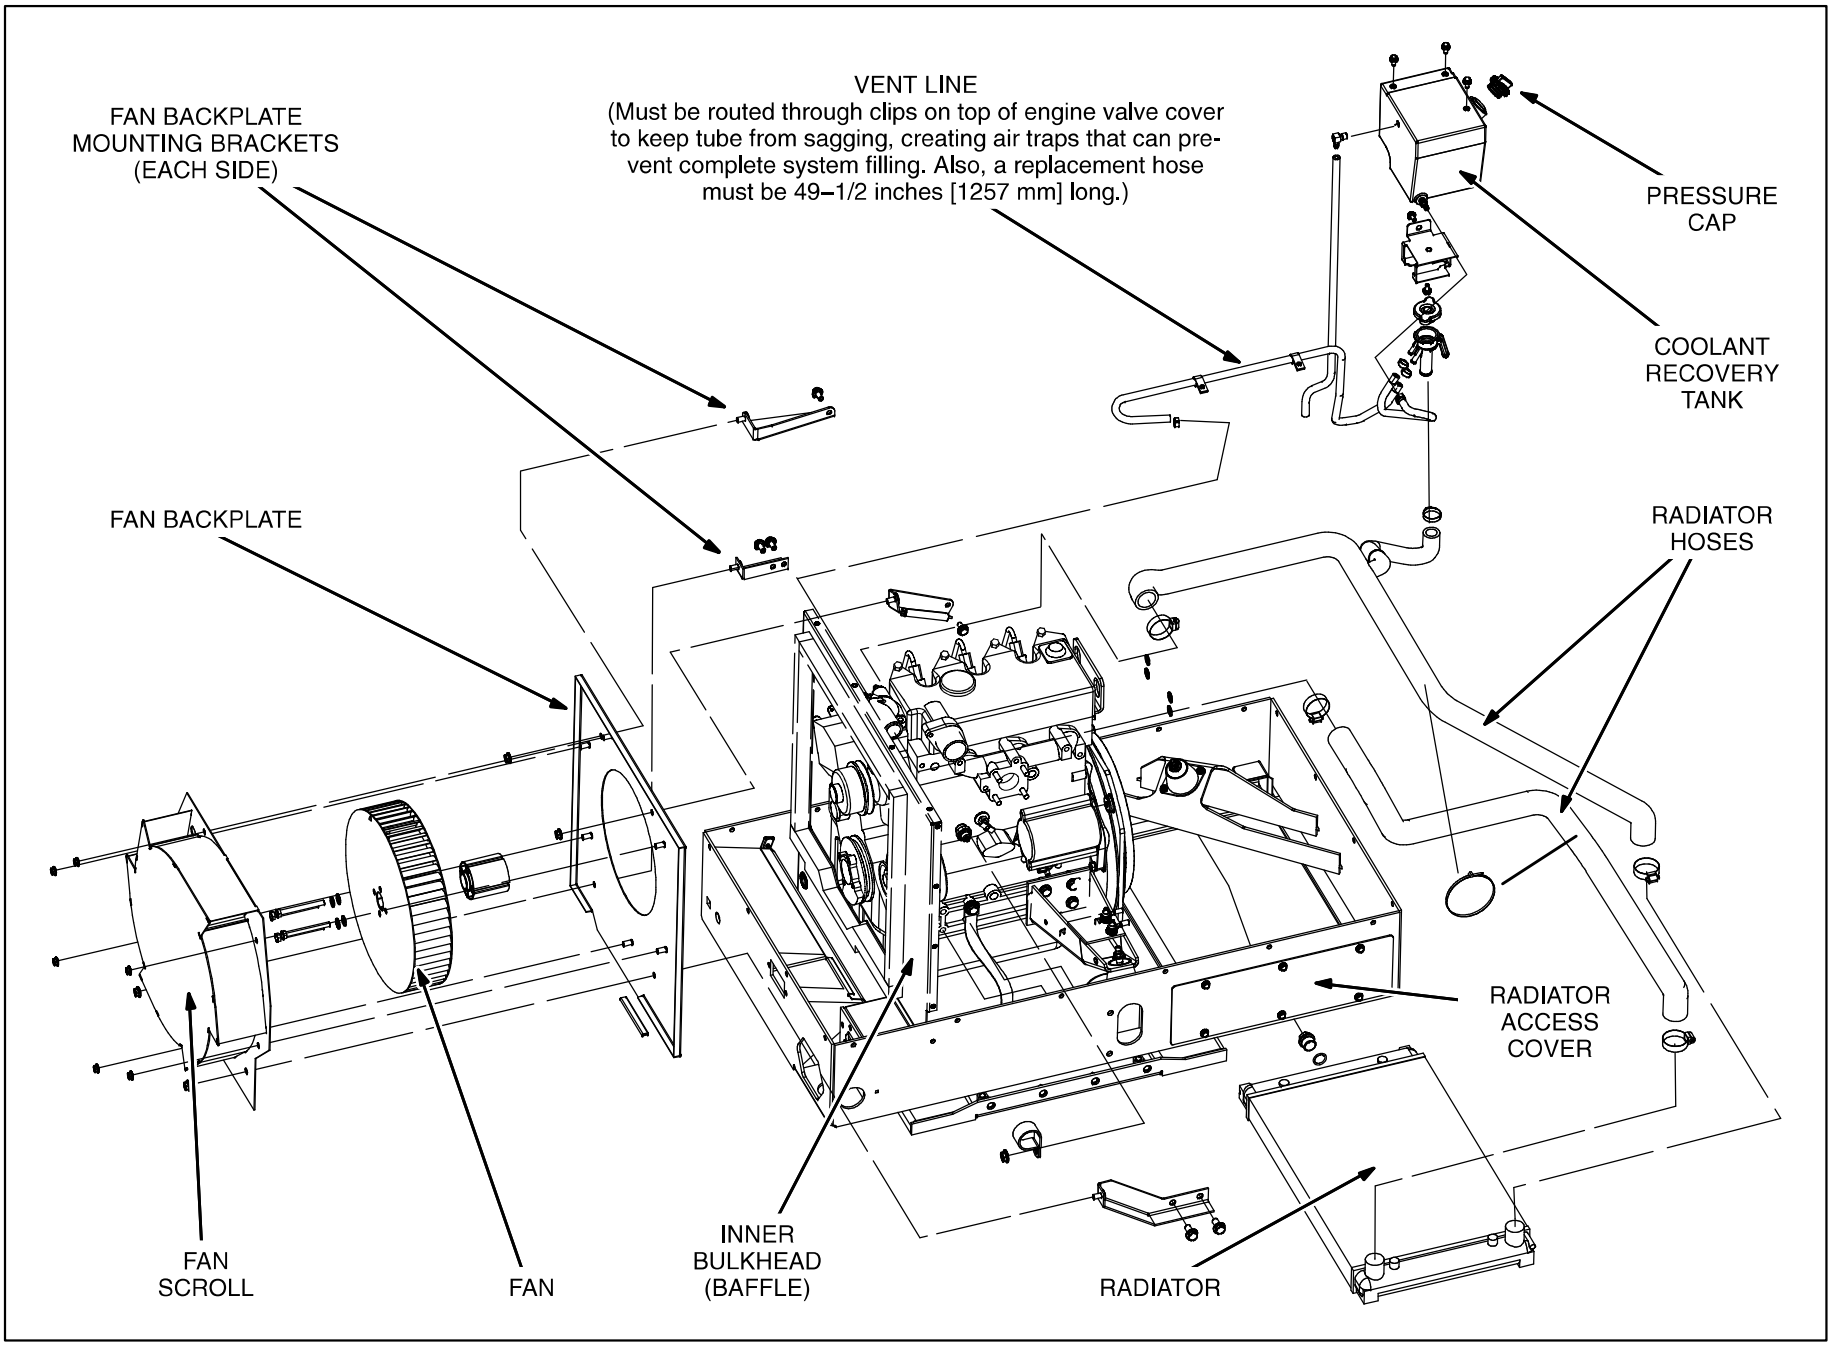

**FIGURE 8-1. ENGINE COOLING SYSTEM (BEGINNING SPEC C)**
***Beginning Spec C***, refer to Figure 8-1 to reassemble the cooling system components.